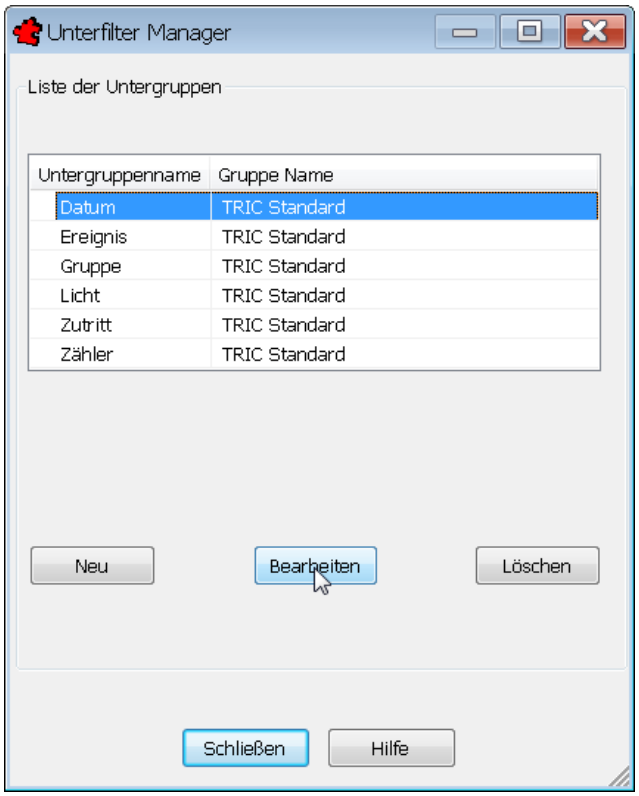

Bild 36.76 – Das Dialogfeld *Unterfilter Manager* zur Definition von Untergruppen
- Klicken sie auf Untergruppenfilter für diese Gruppe. Das Dialogfeld *Unterfilter Manager* erscheint (Abb. 36.76).